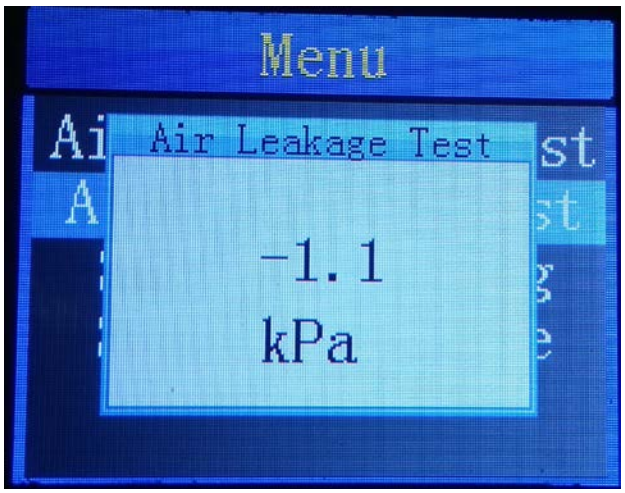

Figure 2
2. Enter the test page (Figure 2), press the green button to start, then the fixture will continuously fill the luminaire with air.